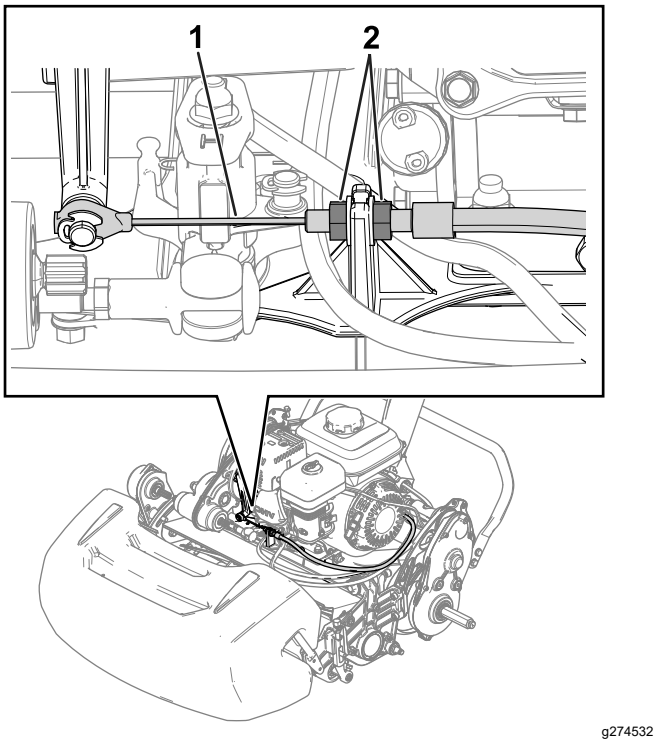
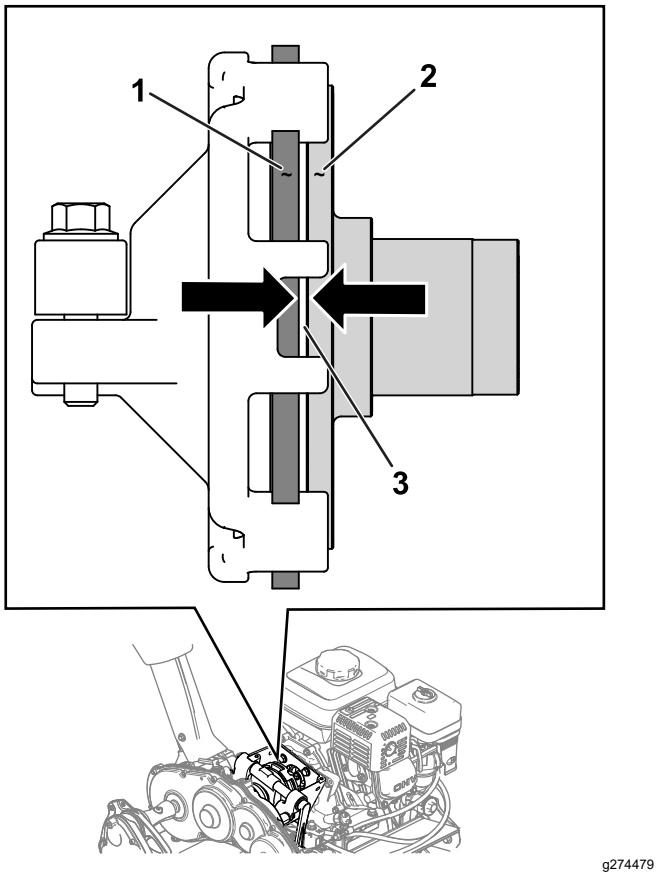

Figur 34
Figur 35
2. Lossa kontramuttrarna och justera drivkabeln så att avståndet mellan friktionsskivan och tryckplattan är 1,1 mm (Figur 34 och Figur 35).